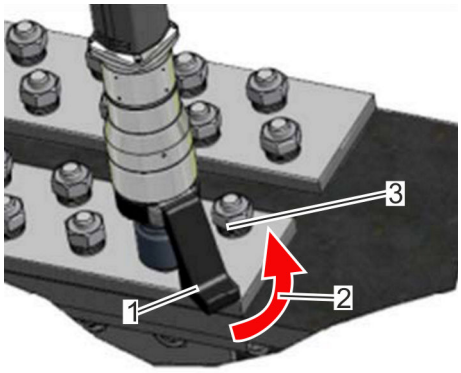

Fig. 27: Ángulo de giro inicial
5. Asegúrese de que el brazo de reacción (Fig. 27/1) disponga de un apoyo/tope (Fig. 27/3) en dirección contraria al sentido de giro del atornillador. Asegúrese de que haya contacto en toda la superficie. Tenga en cuenta el ángulo de giro inicial (Fig. 27/2).